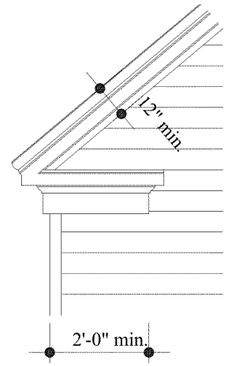

*Figure 12b*
6. Rake returns are required at gable ends and shall have 2' minimum return of cornice trim (see also Exterior Walls). See Figure 12b.